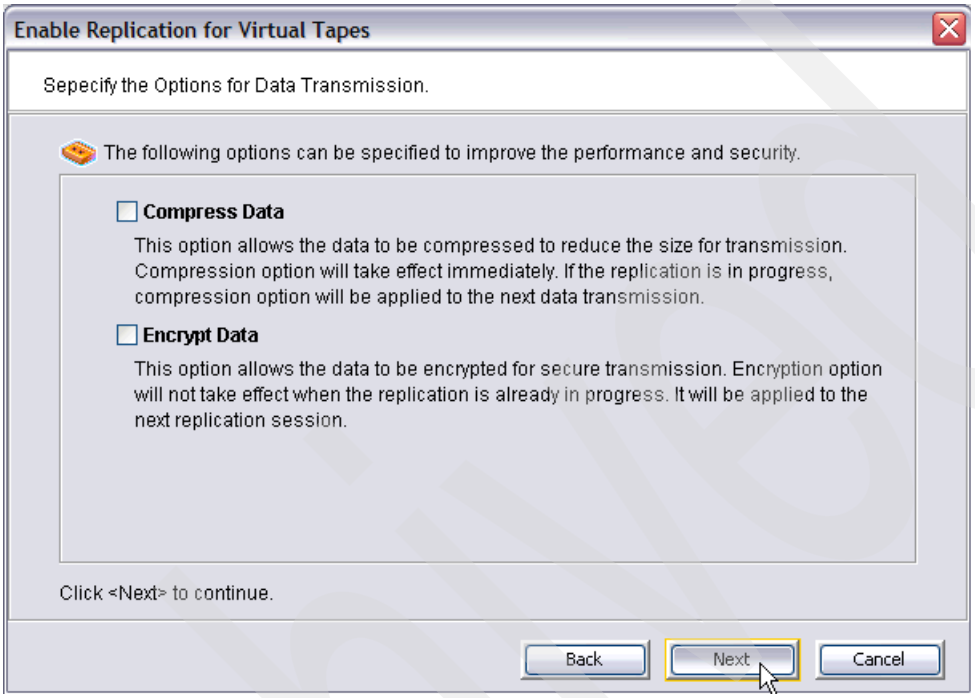

Figure 4-58 Options for compression and encryption for data transmission
5. In the Specify the Options for Data Transmission panel (Figure 4-58), you can select compression, encryption, or both options. However both of these options require that you have an additional license on both TS7510 servers. Because we only have a replication license, we do not choose either option.